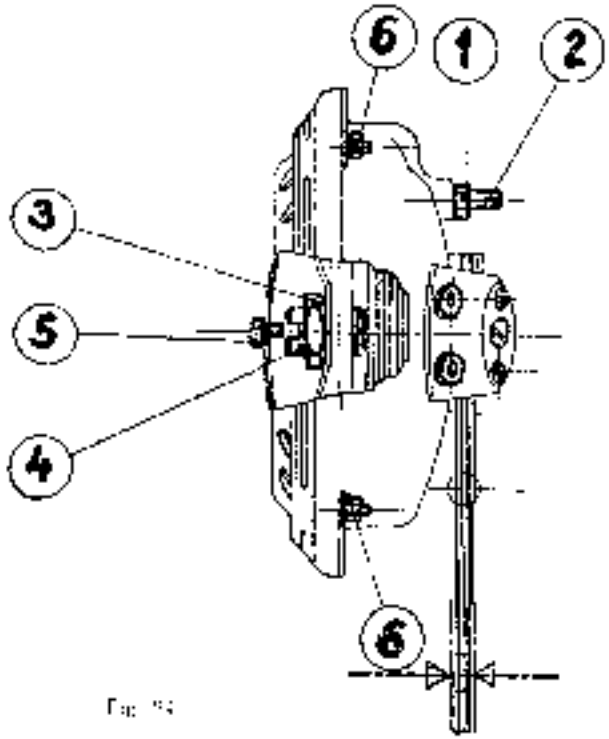

Fig. 94
Prior to adjusting clamp the horn firmly into a vice with its bracket for the points marked (see Fig. 94) and, using a spanner, tighten well all the nuts (5).